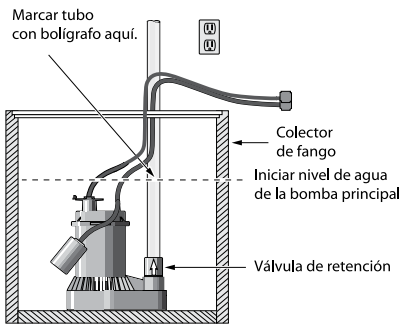

Figura 1: Marque el tubo en el nivel de agua de 'inicio'
1. Busque el nivel más alto de agua en su colector de fango (el nivel de agua en donde empiece la bomba del sumidero existente (principal) - consulte la Figura 1). Corte la alimentación eléctrica a la bomba y marque este punto en el tubo de descarga con un lápiz o marcador.
3. Si el sumidero es muy pequeño para albergar las dos bombas en la base del sumidero, instale un soporte angular en el tubo de descarga de la bomba del sumidero principal con abrazaderas en acero inoxidable para mangueras. Monte la bomba de respaldo en el soporte angular. Consulte la Figura 1, “Separar descargas”.
4. Corte un pedazo de tubo de PVC de 1-1/2″ para alcanzar desde el codo de descarga de la bomba de respaldo hasta cerca de un (1) pie sobre el suelo del sótano. Este es el tubo de descarga inferior.